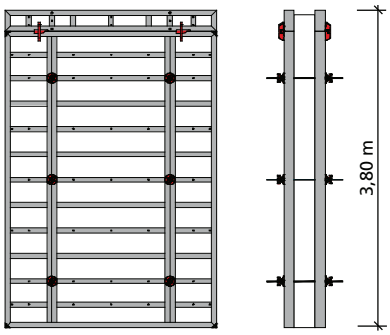

Abb. 46.3
- Wird mit einem maximal 30 cm breiten Element liegend aufgestockt bis 3,80 m Höhe (Abb. 46.3), muss das aufgestockte Element nicht geankert werden, sofern die Arbeitsbühne am Element darunter befestigt wird. Wird die Bühne jedoch am aufgestockten Element befestigt, ist die oberste Ankerlage zu verwenden. Bei dieser Konfiguration kann alternativ eine Uni-Kralle mit einem Ankerstab und einer Flanschmutter 100 verwendet werden.